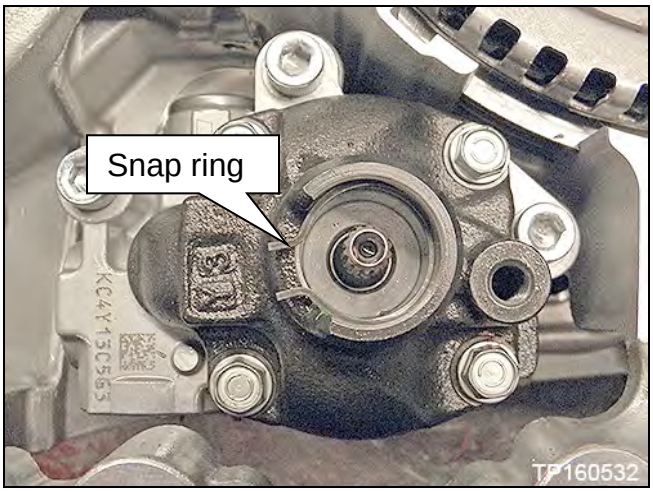

Figure 15B
b. Oil pump snap ring (Figure 15B).